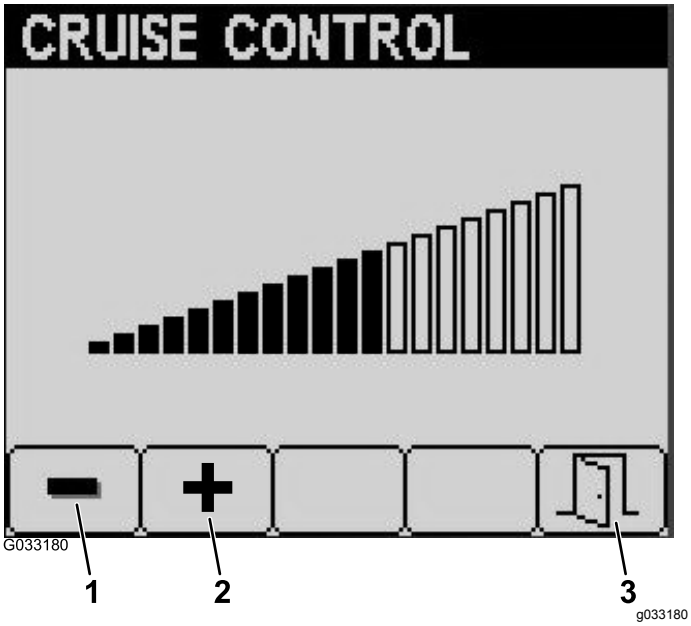

**Figur 29**
4. Fra skærmen Cruise Control (Fartpilot) skal du trykke på knap 1 for at mindske fartpilothastigheden eller knap 2 for at øge fartpilothastigheden (Figur 29).
5. Når du har indstillet den ønskede fartpilothastighed, skal du trykke på knap 5 for at afslutte (Figur 29).